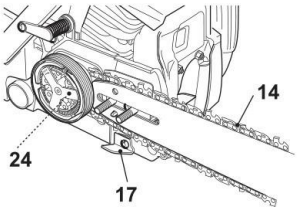

Rys. 6
7. Umieść łańcuch pilarki (14) nad zębatką napędową łańcucha (24) za sprzęgłem (25) i naciągnij go wokół prowadnicy (13). Zadbaj o to, aby łańcuch był umieszczony nad chwytakiem łańcucha (17) (rys. 6).